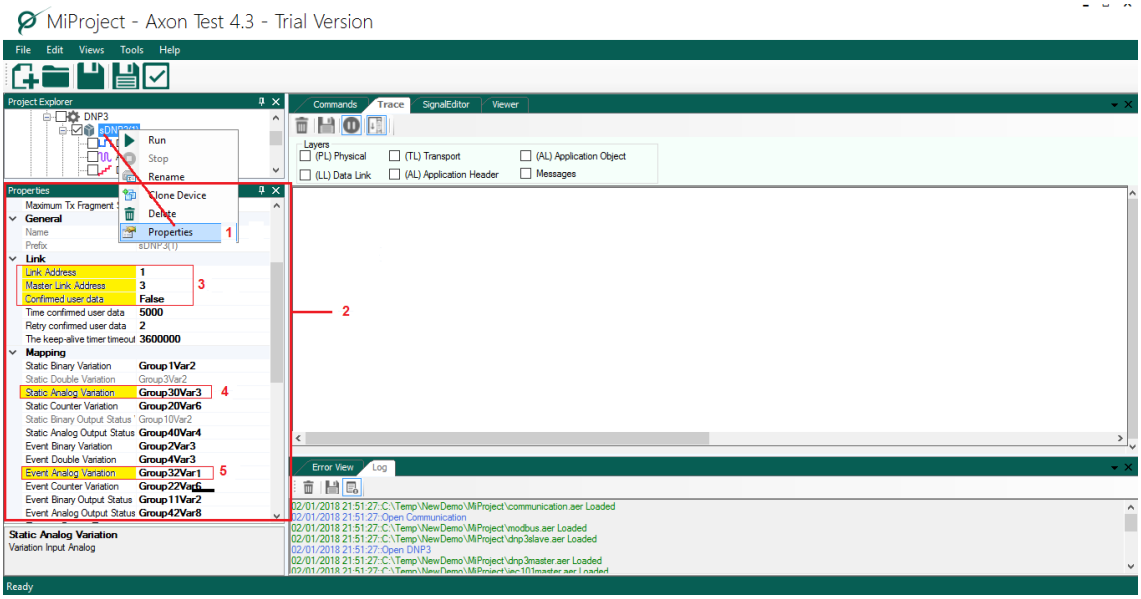

Figure A -4 Channel DNP3 Slave – Changed Properties
Click with the right bottom of the mouse over sDNP3 (1) and select the option properties, as showed in (1) of the figure A-4. The default properties of the channel will be presents as in (2). Change the fields (3), (4) and (5) with the information´s presented in the respective numbers:
(3) Link Address: **1** <Link address defined in Action$_0$NET client channel>